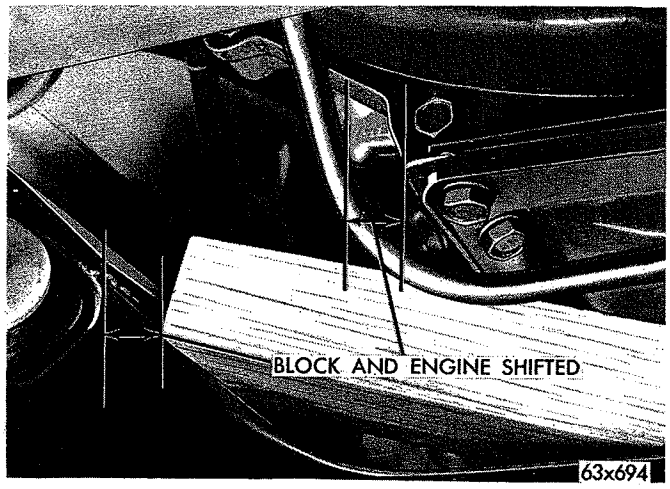

Fig. 50—Engine Relocated
(9) This will cause the 2x4 block and front of engine to slide to the left approximately 1½ inches (Fig. 50).
(10) This movement will also cause engine to tip slightly toward the left.
(11) Remove engine oil filter, and remove oil pump cover and outer rotor.
(12) If above instructions have been followed closely, just enough clearance will be provided between engine and "K" member to allow removal of oil pump.